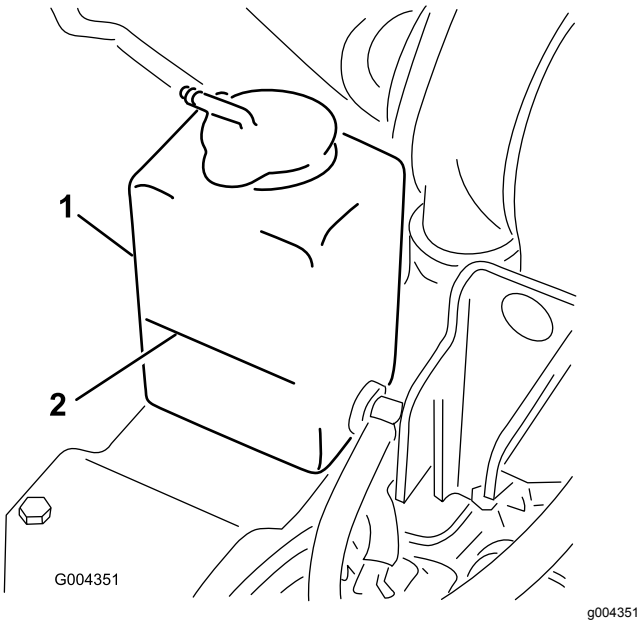

Figur 50
3. Kontrollera kylvätskenivån i expansionstanken (Figur 50).
I. Fyll på kylvätska i expansionstanken tills den blir full, markeringen finns på tankens sida (Figur 50).